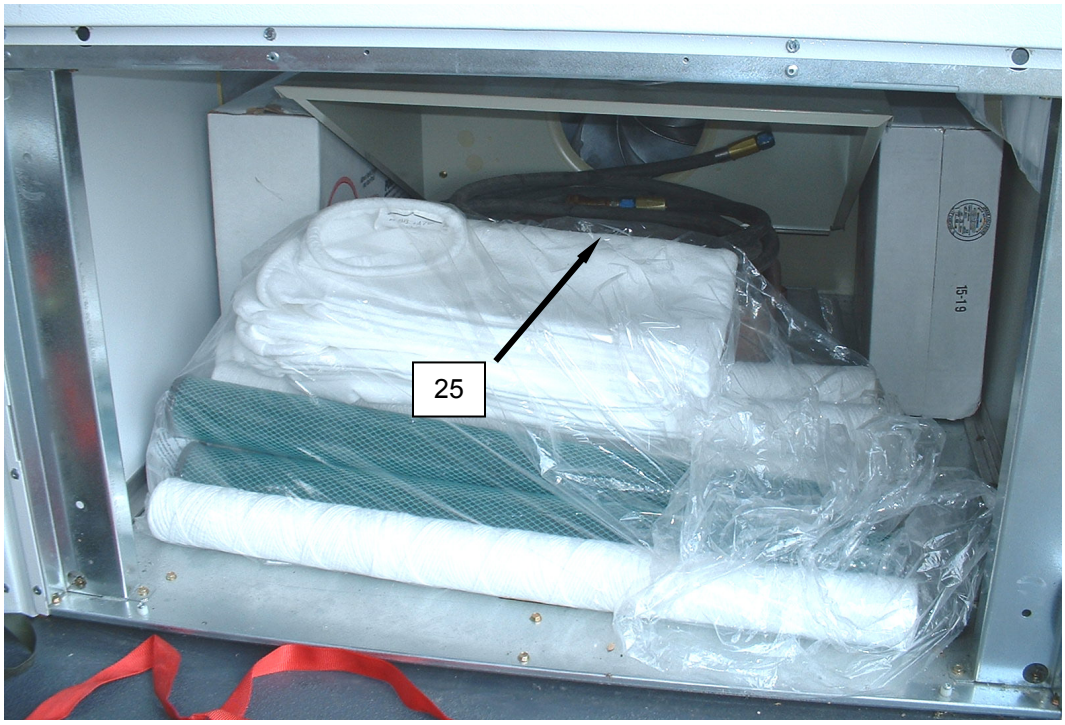

Figure 20. Fuel Hoses on Top of Fuel Can.
29. Place fuel hoses **(Figure 20, Item 25)** on top of fuel can.